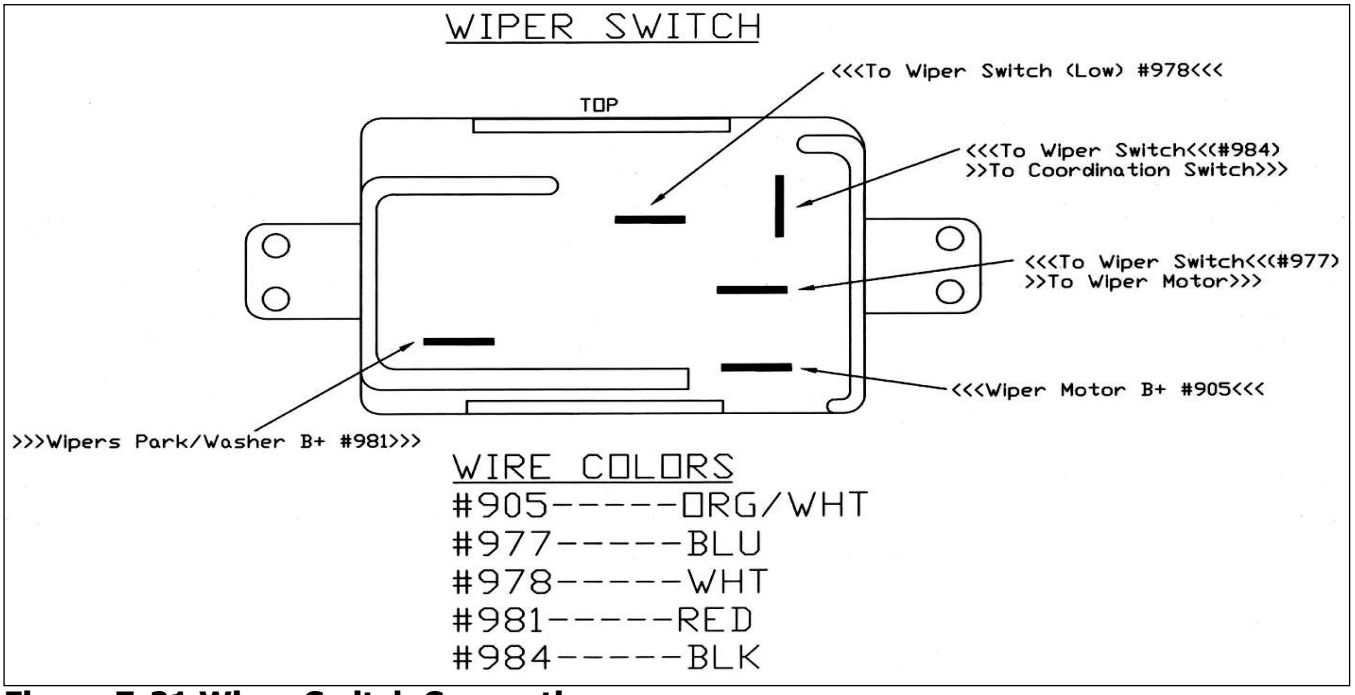

Figure 7-21 Wiper Switch Connections
7.12.1 The connections for the Wiper Switch in the cluster are illustrated in **Figure 7-21.**